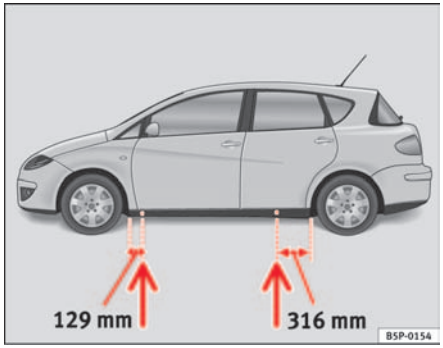

Fig. 167 The jacking points
– Locate the jacking point under the door sill closest to the wheel being changed⇒ fig. 167
Recesses at the front and rear of the door sills mark the jacking points ⇒ fig. 167. A position has been made for each wheel. Do not fit the jack anywhere else.